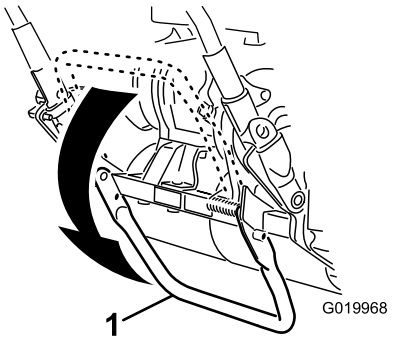

Figura 9
1. Empurre o apoio para baixo com o pé **no centro do apoio** e empurre a pega da máquina para cima até que o apoio tenha rodado para a frente, sobre o centro (Figura 9).